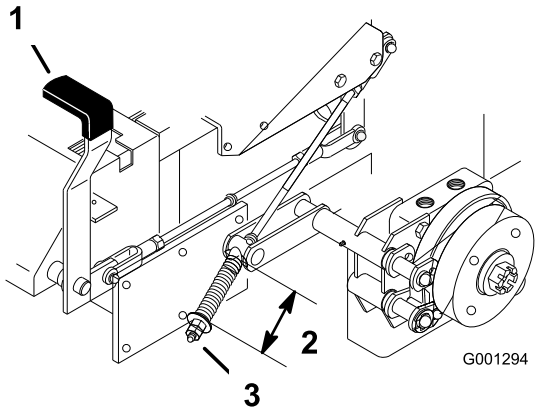

Rysunek 69
2. Dokonaj pomiaru długości sprężyny. Wynik pomiaru między podkładkami powinien wynosić 64 mm (Rysunek 69).
3. Jeśli konieczna jest regulacja, zwolnij hamulec postojowy, odkręć przeciwnakrętkę pod sprężyną i wyreguluj nakrętkę bezpośrednio pod sprężyną (Rysunek 69). Obracaj nakrętkę do chwili uzyskania poprawnego wyniku pomiaru. Obróć nakrętkę w prawo, aby skrócić sprężynę, lub w lewo, aby ją wydłużyć.